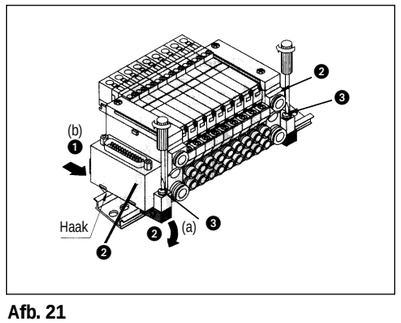

Afb. 21
Monteren van basisplaat op DIN-rail (afb. 21)
Haak zijde (b) ❶ (afb. 21) van de basisplaat vast op de DIN-rail. Druk zijde (a) (afb. 21) omlaag en monteer de eindplaat ❷ (afb. 21) aan de DIN-rail.
Haal de klemschroeven ❸ (afb. 21) aan zijde (a) van de eindplaten ❷ (afb. 21) aan met 0,8 ~ 1,2 Nm.